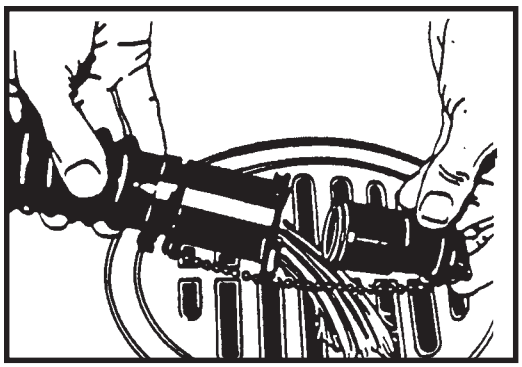

Abbildung 5
e. Um das Entleerungsventil vollständig zu öffnen, den Stopfen nach rechts drehen und herausziehen (Abb. 5)